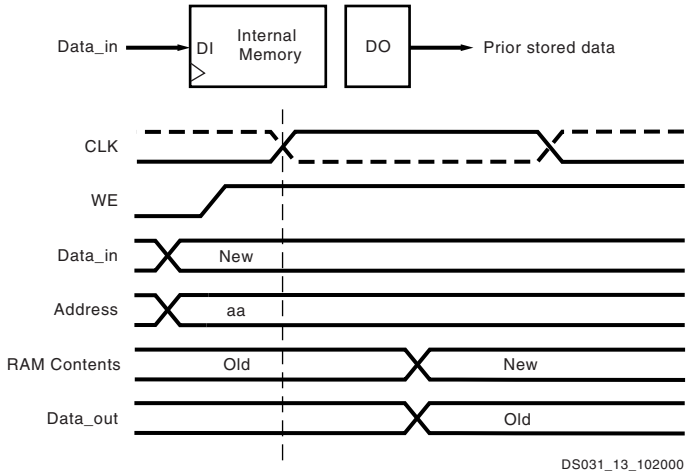

Figure 32: **READ_FIRST Mode**
The same clock edge that writes data input (DI) into the memory also transfers the prior content of the memory cell addressed into the data output registers DO, as shown in Figure 32.